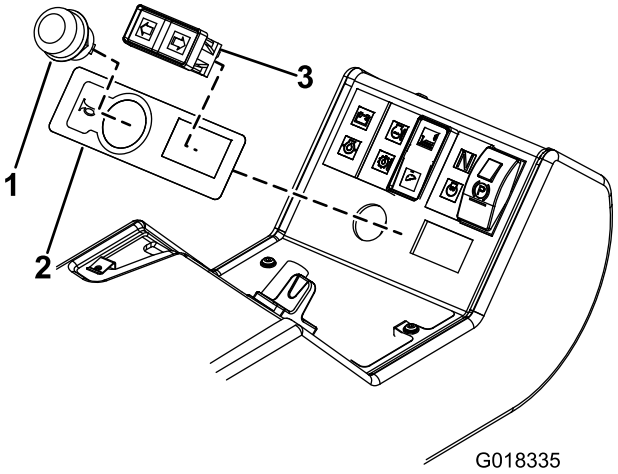
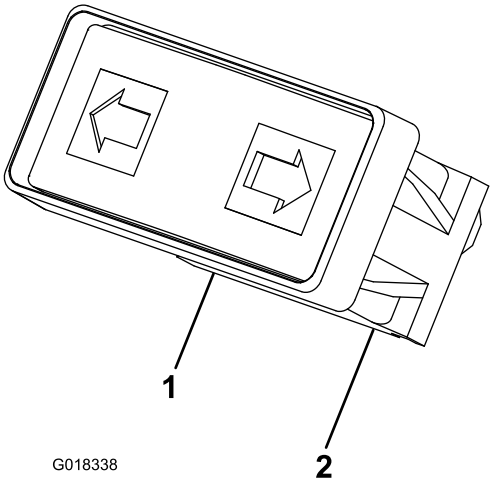

Figur 18
Figur 19
9. Fastgør hornmærkaten, så den flugter med hjørnerne på de runde og rektangulære huller (Figur 18).
10. Monter hornknappen og blinklyskontakten på kontrolpanelet (Figur 18). Monter blinklyskontakten med de grønne/røde ledninger til venstre og de grønne/hvide ledninger til højre, som vist i Figur 19.